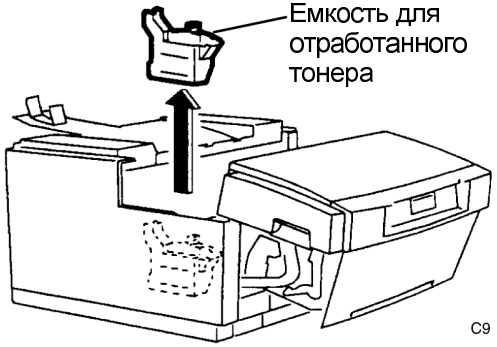

Рисунок 2. Снятие емкости для отработанного тонера
2. (Рисунок 2): Поднимите и выньте емкость для отработанного тонера.